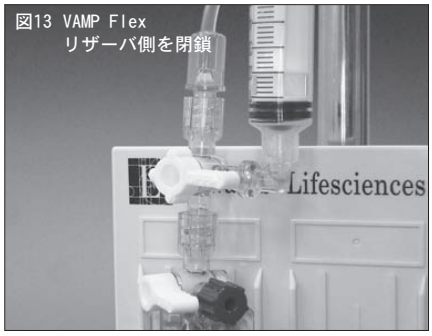

図13 VAMP Flex リザーバ側を閉鎖
(7)VAMP Flexリザーバの活栓ハンドルを操作しリザーバ側を閉鎖して（図13）、重力でライン内を満たします。LASSがリザーバの上約45度にあるようにラインを向け、必要に応じて気泡抜きを行います。
** **注意**：血液をリザーバから除去するために、この方法を少量の溶液で数回繰り返すことを推奨します（約1～2mL）。リザーバから血液がすべて除去できたら、リザーバの活栓ハンドルを回して圧モニタリング側を閉鎖します（図13）。
** (4)リザーバの活栓ハンドルが圧モニタリングの位置になっている事を確認します（図13）。LASSのハンドルをプライム／クリアポジションにし（図10）、LASSおよびラインをフラッシュし残留する血液を除去します。